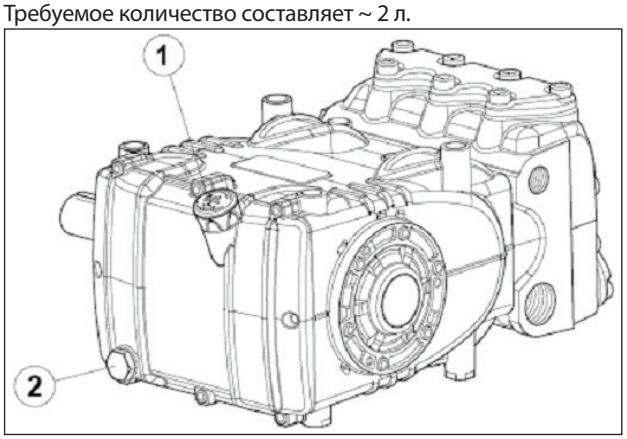

Рис. 3
С помощью маслоизмерительного щупа, поз. ①, Рис. 3.
Правильный контроль уровня масла производится при насосе, имеющем температуру окружающей среды, а замена масла осуществляется при насосе, разогретом до рабочей температуры, для чего извлекается маслоизмерительный щуп, поз. ①, а затем пробка, поз. ②, Рис. 3.